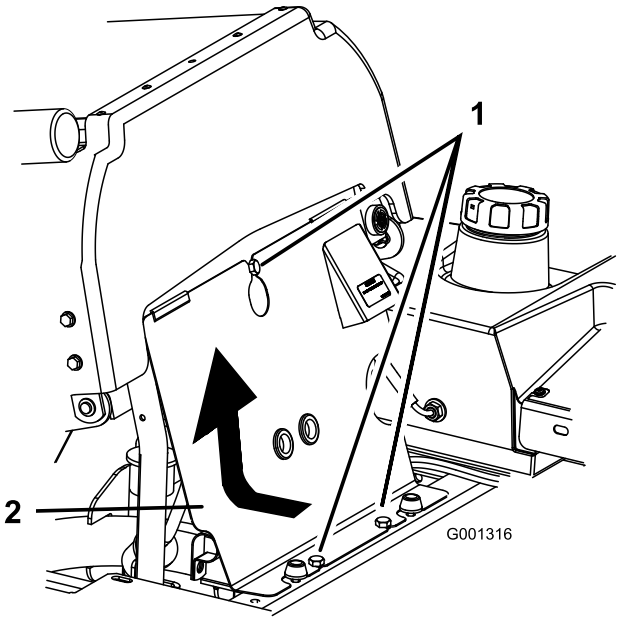

Figur 38
1. Vip sædet frem, løsn boltene, og fjern motorens frontpanel (Figur 38).